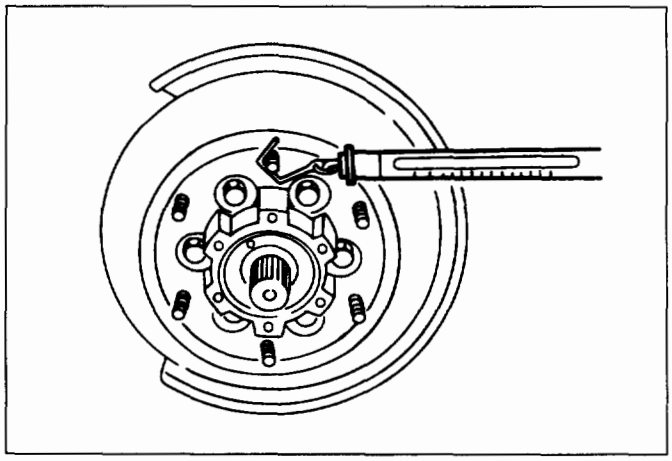

Fig. 4C-90
7. **Lock washer and lock screw (Fig. 4C-91)**